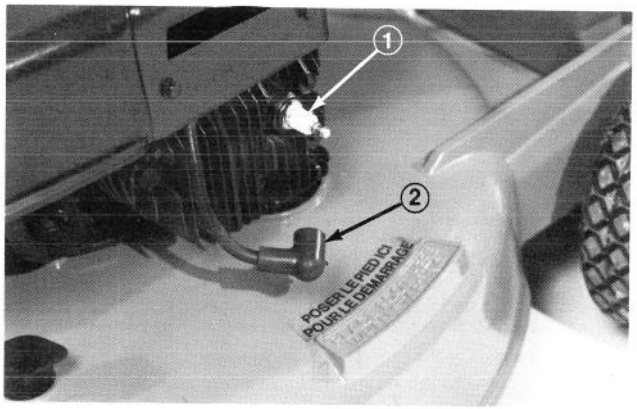

Figure 28
2. Clean area around spark plug so foreign matter does not fall into cylinder when plug is removed. Remove plug from cylinder head (Fig. 28).